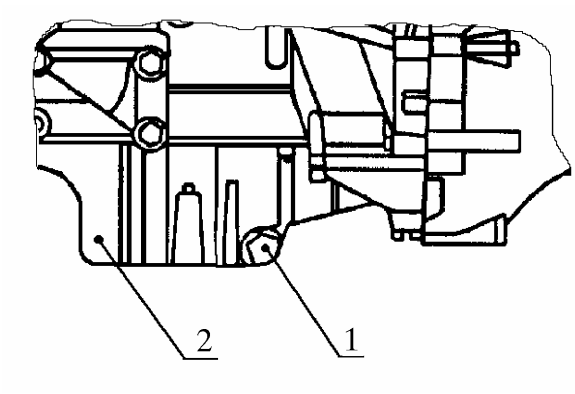

Рис. 15. Слив масла из картера двигателя:
4.10. **Слить масло из картера двигателя**, вывинтив пробку 1 (рис. 15).